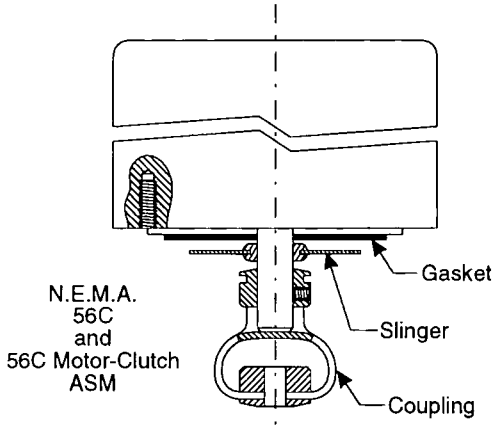

Figure 1A
a. Position slinger (see Figs. 1A and 1B) on motor shaft.
b. Install the coupling on the motor shaft (see Figs.1A and 1B). Tighten coupling setscrew against shaft flat or into shaft keyways.